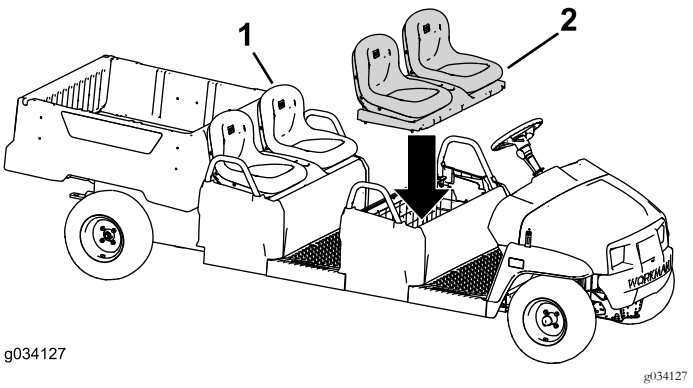

Figura 99
2. Instale o conjunto do banco original na fila do banco traseiro (Figura 99).
3. Instale o conjunto do banco na fila do banco dianteiro (Figura 99).